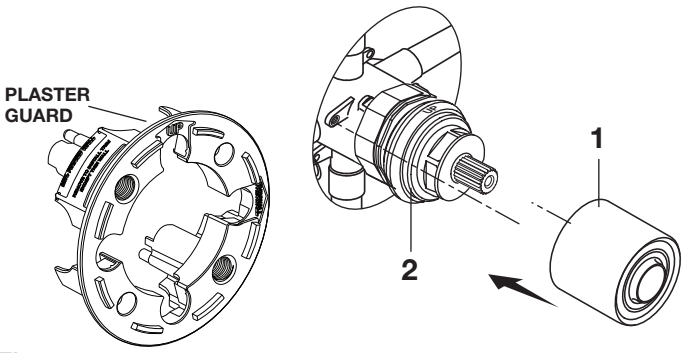

Figure 1.
- ***Figure 1.*** Push CAP **(1)** over VALVE CARTRIDGE **(2)** until seated against stop.